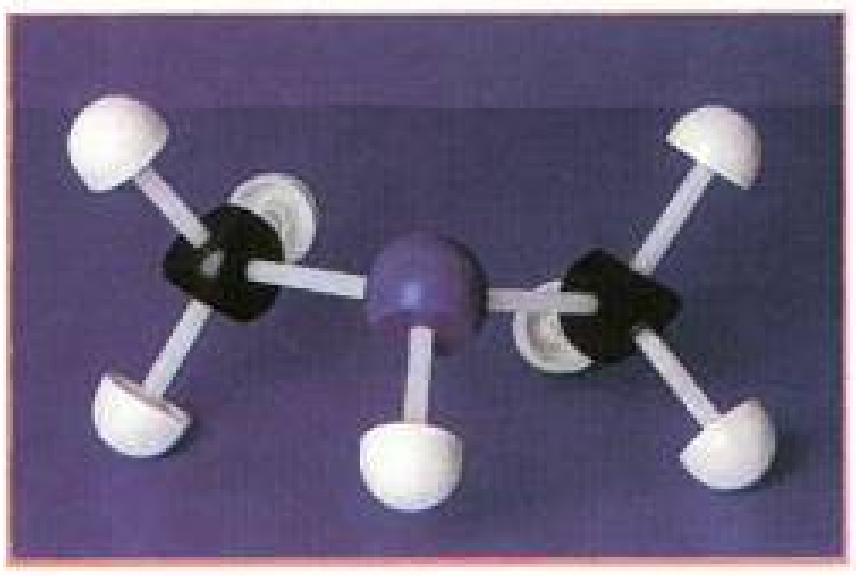

Figure 12.2
- Secondary amines of general formula RR'NH; the amino group is attached to two alkyl groups as in $(CH_3)_2NH$ and $(C_2H_5)_2NH$ (Fig.12.2).